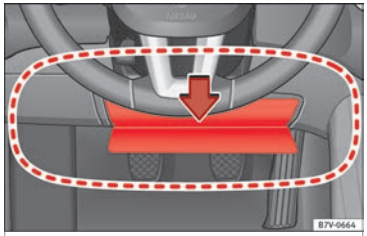

Fig. 30 On the driver side: radius of action of the knee airbag.
The area framed red ››› Fig. 30 (A) is covered by the knee airbag when it is triggered (deployment area). Therefore, objects should never be placed or mounted in these areas.